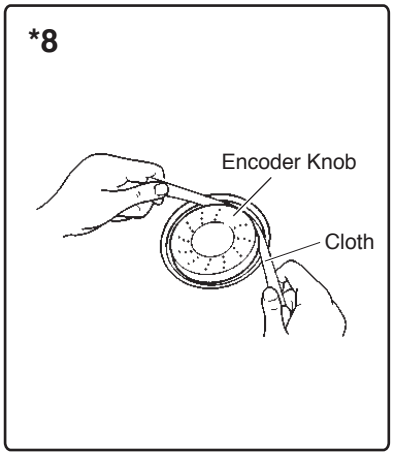

Fig.2-3
*8 Encoder Knob (See Fig.2-3.)